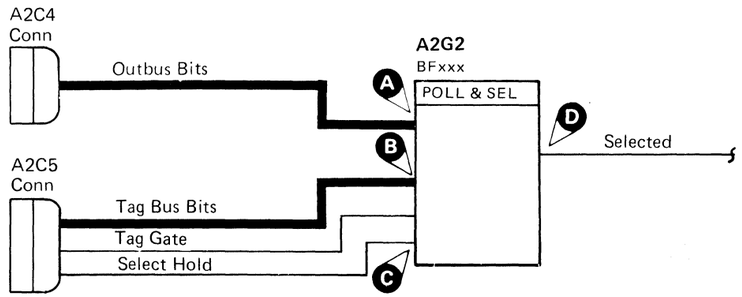

Figure 1. Pin Locations
2. Check the backpanel wiring for tight wire wraps. See Figure 1 for wire net locations.
3. Check connectors for shorts or broken land patterns. See Figure 1 for connector pin locations.